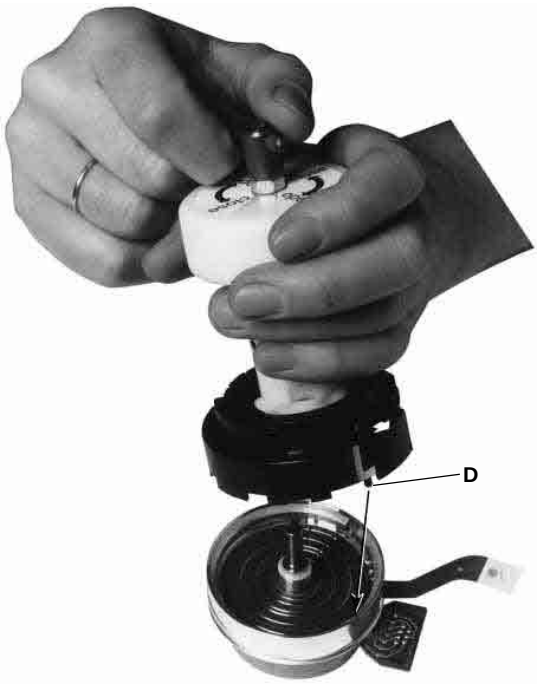

Fig. 12
- Die Kopfscheibe so aufsetzen, daß der Stift "D" der Schutzkappe in die Bohrung des Stators eingreift. Die Kopfscheibe in der Mitte mit einer Kraft von 1N niederdrücken und den Griff der Abziehvorrichtung nach links in Pfeilrichtung "CLOSE" drehen (Fig. 12).
- Position the headwheel so that pin "D" of the protecting cap engages with the hole of the stator. Press the headwheel down in the middle with a force of 1N and turn the lever of the extractor counter clockwise in the direction of the arrow "CLOSE" (Fig. 12).